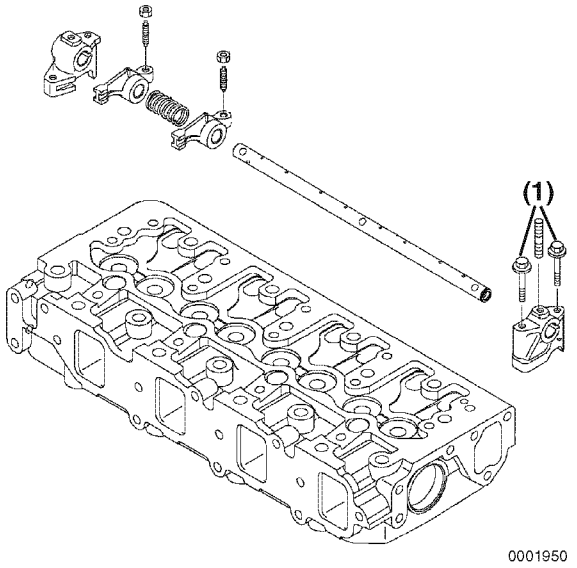

Figure 6-8
1. Remove the bolts **(Figure 6-8, (1))** that retain the rocker arm shaft supports.